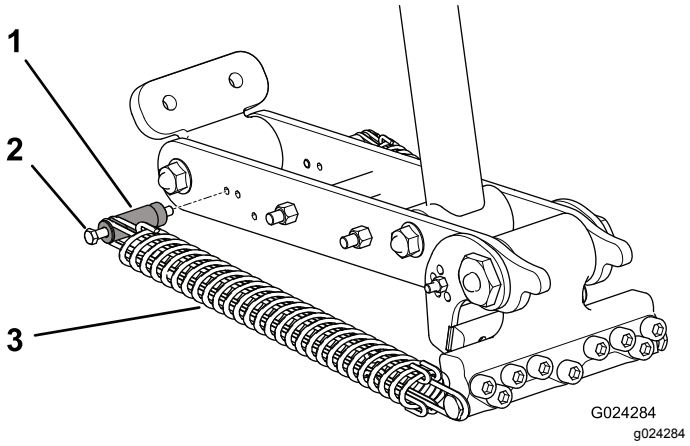
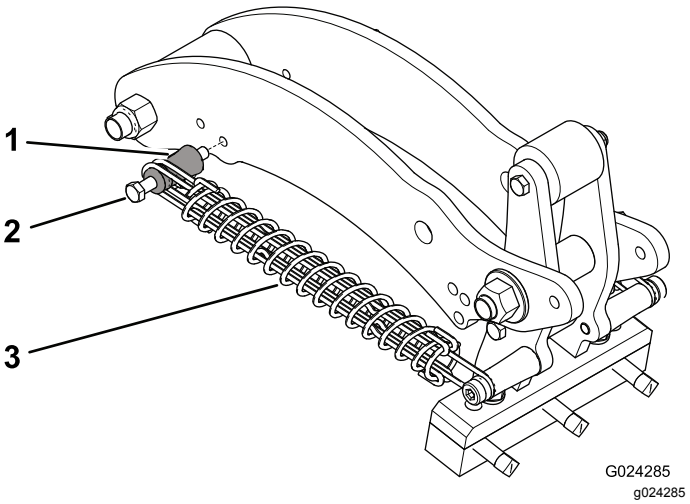

Rysunek 41
Rysunek 42
4. Odkręć nakrętkę mocującą śrubę uchwytu sprężyny do ramienia łączącego (Rysunek 41 lub Rysunek 42).
5. Zdemontuj śrubę uchwytu sprężyny i uchwyt sprężyny z ramienia łączącego i przełóż je do innego otworu regulacyjnego (Rysunek 41 lub Rysunek 42).